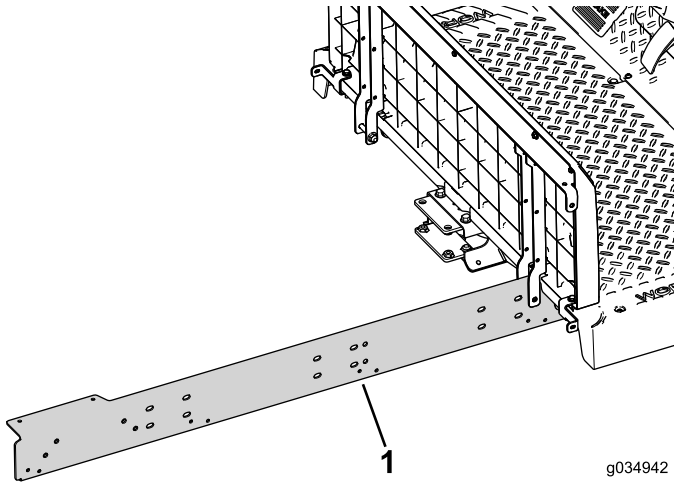

Figura 22
2. Instale sem apertar a calha de extensão no lado direito da máquina (Figura 22).